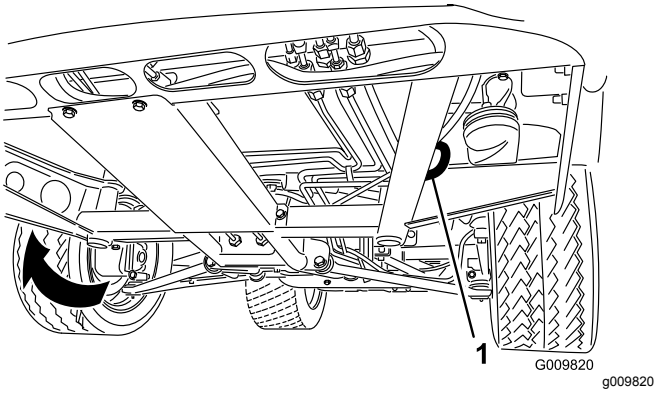
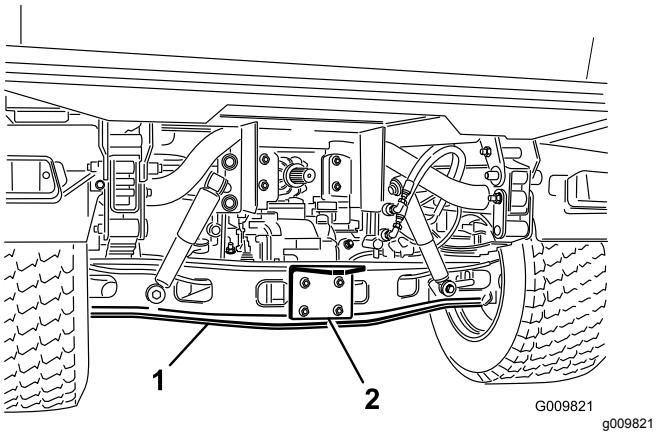

Figur 19
Figur 20
Se Figur 19 og Figur 20 for bindepunkternes placering på maskinen.
1. Sæt et bugsertov fast på anhængertrækstangen foran på maskinens stel (Figur 19).